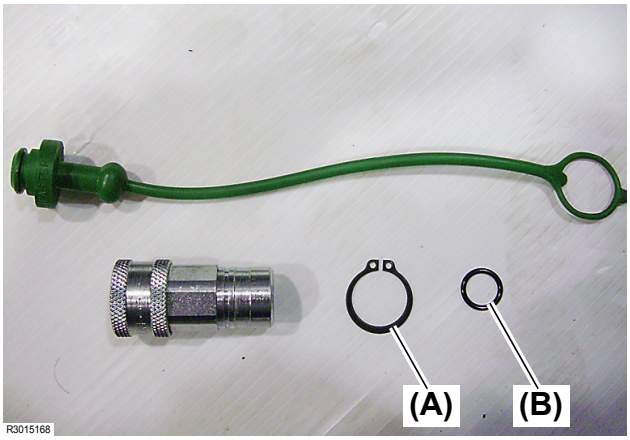

Fig. 4
4. When installing, replace the external circlip 22 **(Fig. 4, (A))** and the O-ring **(Fig. 4, (B))** with new ones. Tightening torque for installation: 28.8 to 36.1 ft•lbs (39 to 49 N•m)